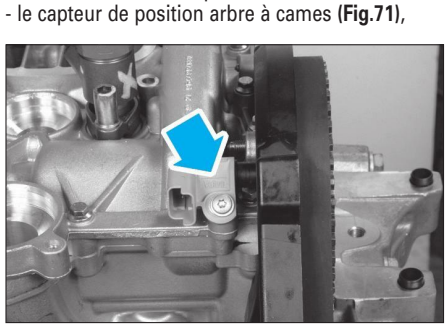

**Fig. 71**
- les vis (7) du répartiteur d'air d'admission,
- le séparateur d'huile (8),
- le répartiteur d'air d'admission (9),
- le capteur de position arbre à cames **(Fig.71)**,